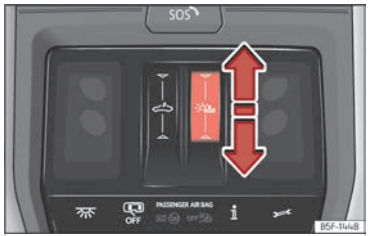

Fig. 89 En el revestimiento interior del techo: manejar la cortinilla parasol.
- Deslice el dedo hacia atrás o delante, sobre el área funcional ☼ ››› **fig. 89**.